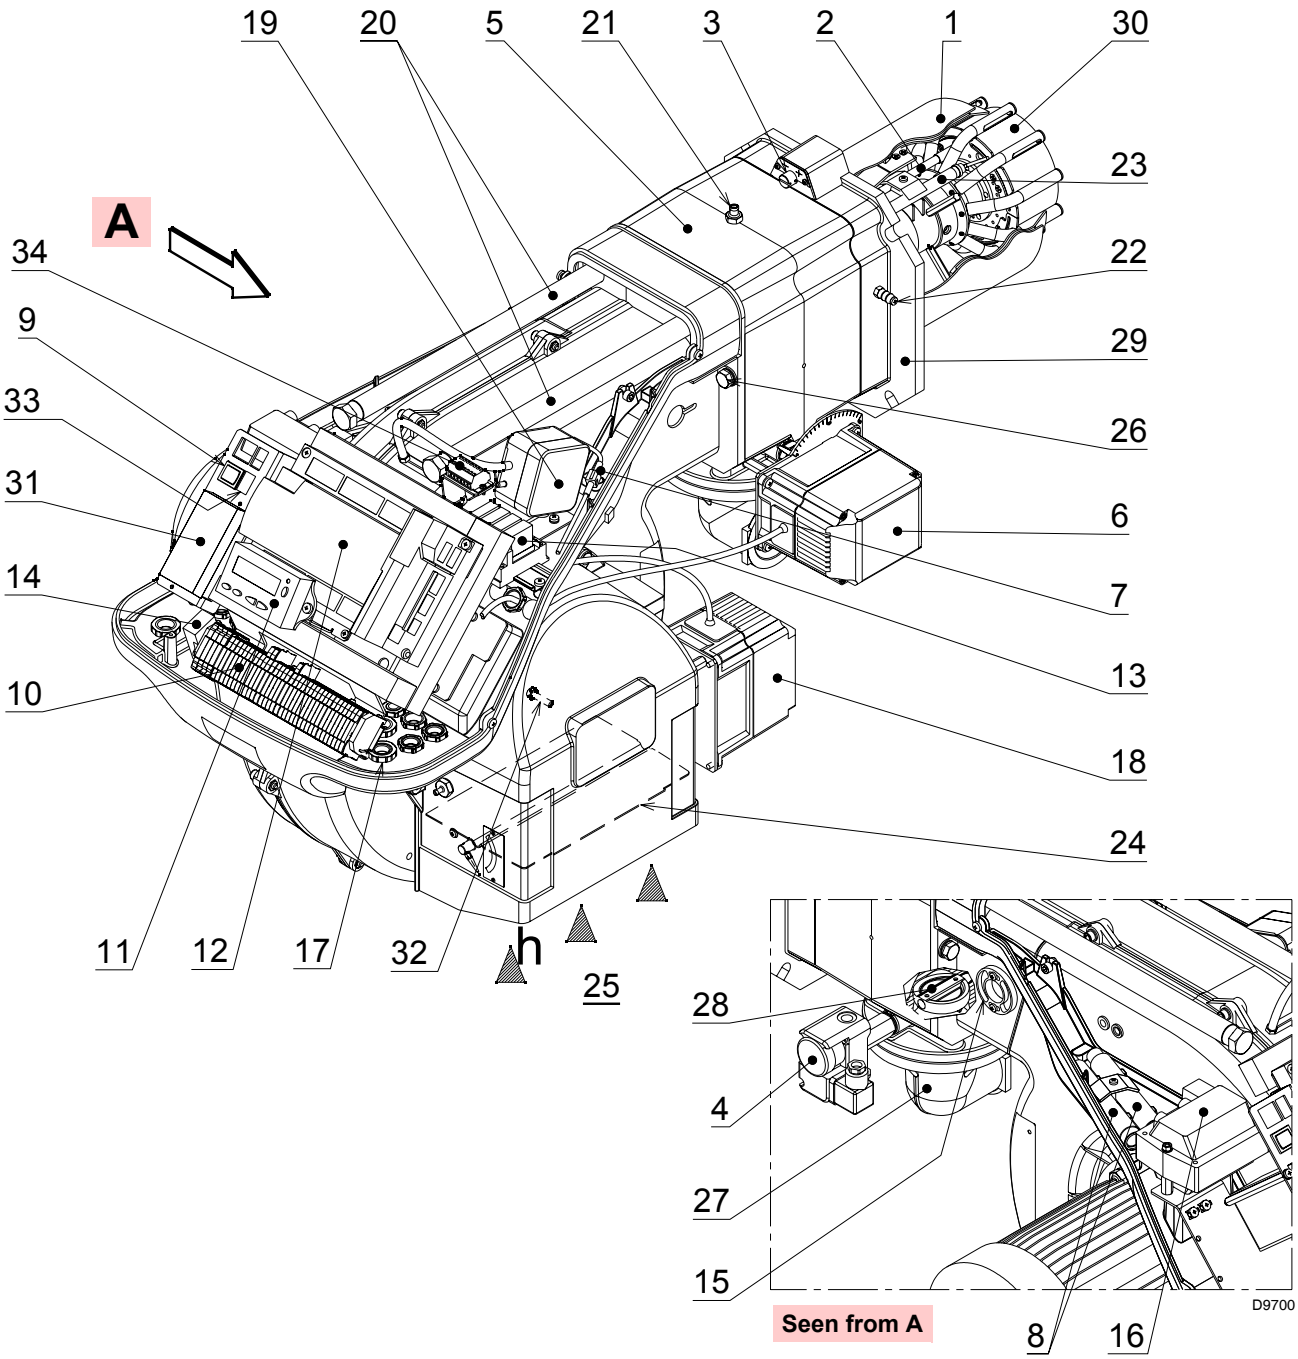

Fig. 5
(1) Reference conditions: Ambient temperature 20°C - Gas temperature 15°C - Barometric pressure 1013 mbar - Altitude 0 m a.s.l.
(2) Pressure at socket 22)(Fig. 5) with zero pressure in combustion chamber and at maximum burner output.
(3) Noise emission tests carried out as per Directive EN 15036-1, with measurement accuracy σ = ± 1.5 dB, in the manufacturer's combustion lab with burner operating on test boiler at maximum output.